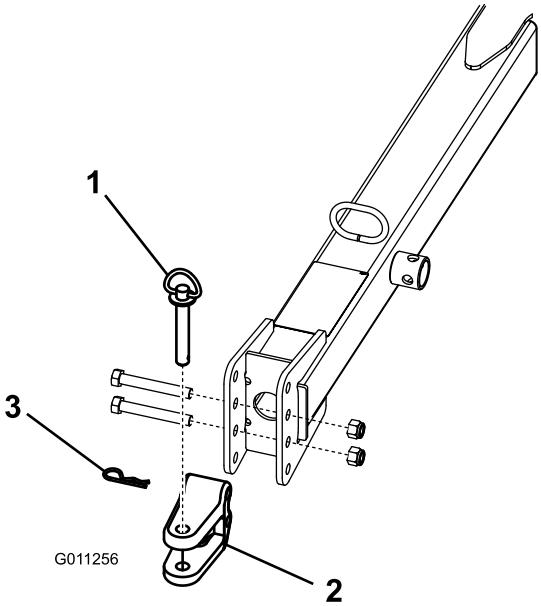

Figur 9
- Fjern boltene og låsemutrene som fester koblingssjakkelen (Figur 9) til koblingsarmen.